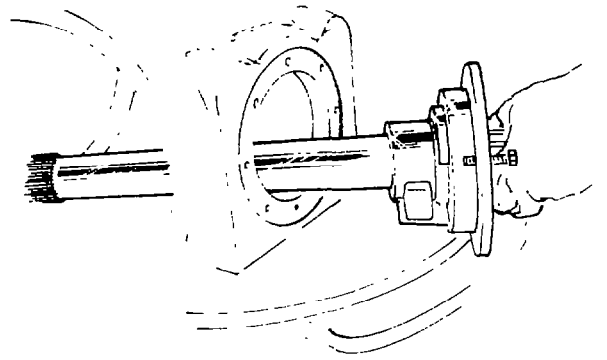

Fig. 274 — Removing Through Shaft and Bearing Assembly
n. Remove the through shaft and bearing assembly from the retainer assembly (see fig. 274).